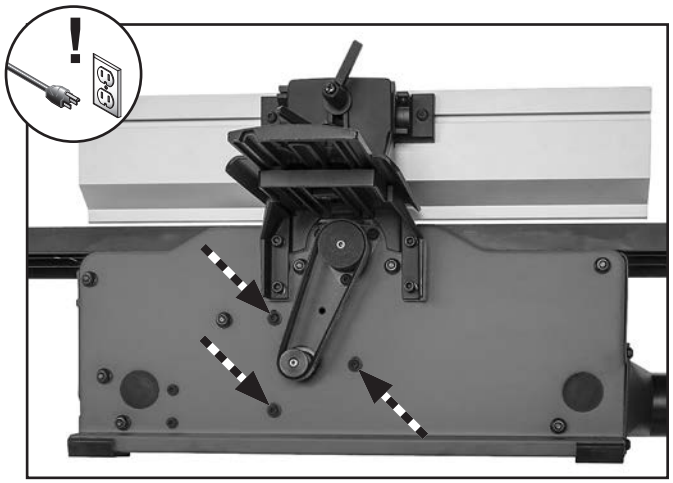

Figure 57. Location of screws around motor pulley.
2. Loosen (1) button head cap screw securing belt cover, then remove cover.
3. Loosen (3) button head cap screws around motor pulley (see **Figure 57**). DO NOT remove screws!